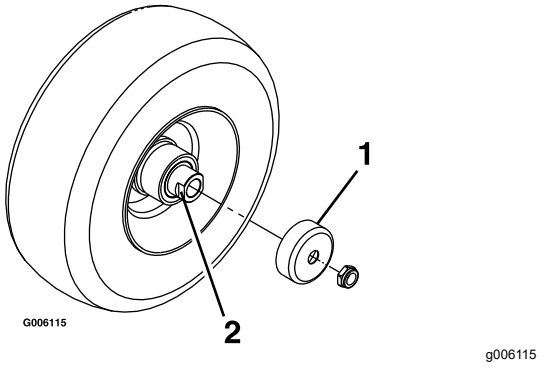

Figura 42
4. Retire los protectores de los retenes del buje de la rueda (Figura 42).